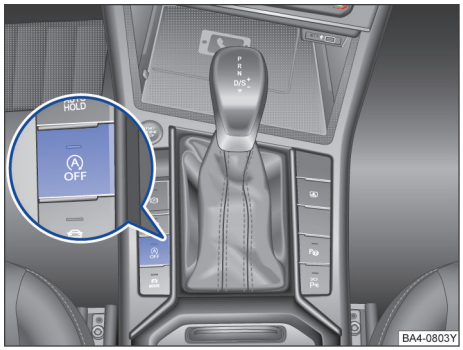

图 118 启停系统按钮
– 按两次按钮 → 图 118。
– 按下按钮 → 图 118。